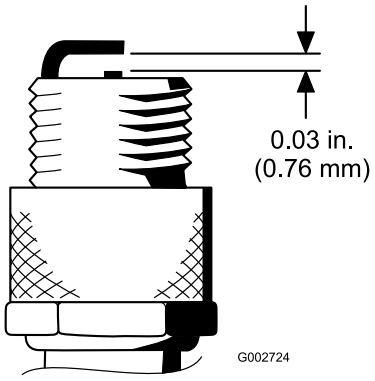

Bild 49
4. Stellen Sie den Abstand zwischen der mittleren und seitlichen Elektrode auf 0,76 mm ein (Bild 49).